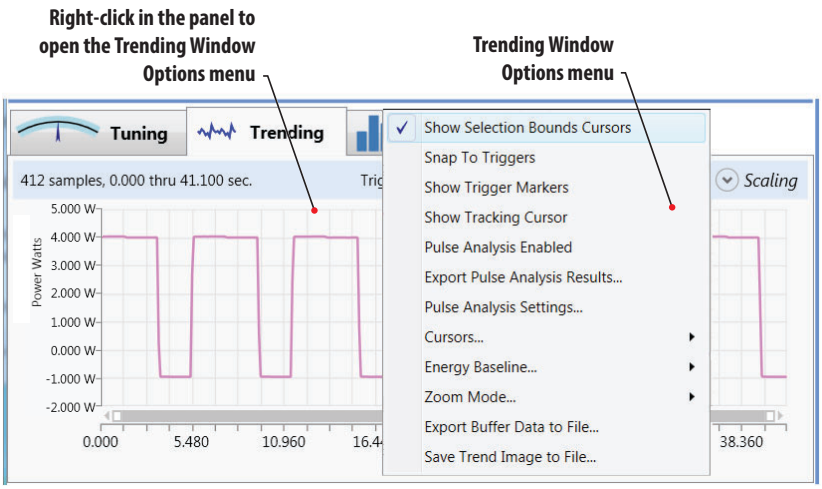

Figure 7-2. Trending Options
1. [**Trending view tab**] Right-click in the Graphics viewing panel to open the Trending Window Options popup menu. Refer to Figure 7-2.
2. From the pop-up menu shown in Figure 7-2, select the desired options to display: